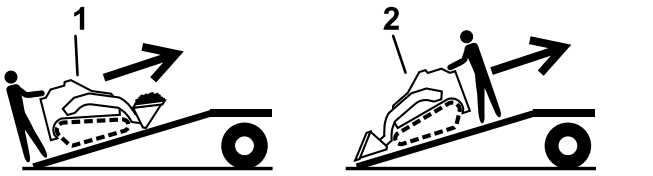

Figura 20
5. Cargue la máquina en el remolque por la rampa con el extremo más pesado hacia arriba, y la carga en la posición más baja posible (Figura 20).